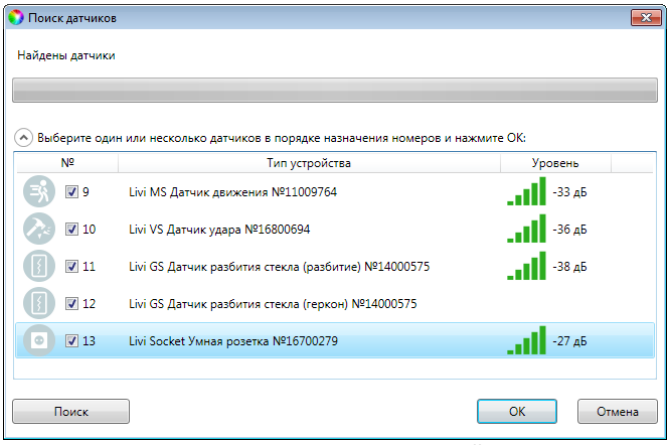

Рисунок 3.4 — Поиск радиоустройства
4. В следующем окне (см. рисунок 3.4) будет отображен список радиоустройств, доступных для связывания в радиусе действия радиоканала. Если подключаемого радиоустройства нет в списке, то его следует повторно перевести в режим связывания.